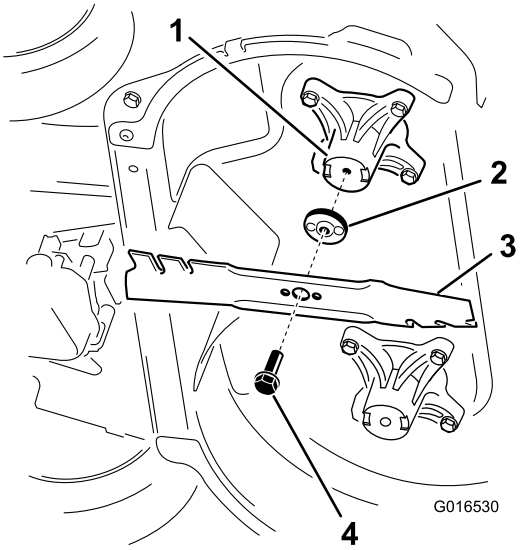

Figure 37
2. Déposez chaque lame comme montré à la Figure 37.
1. Posez la première lame de sorte qu'elle soit horizontale, avec toutes les fixations, comme montré à la Figure 37.